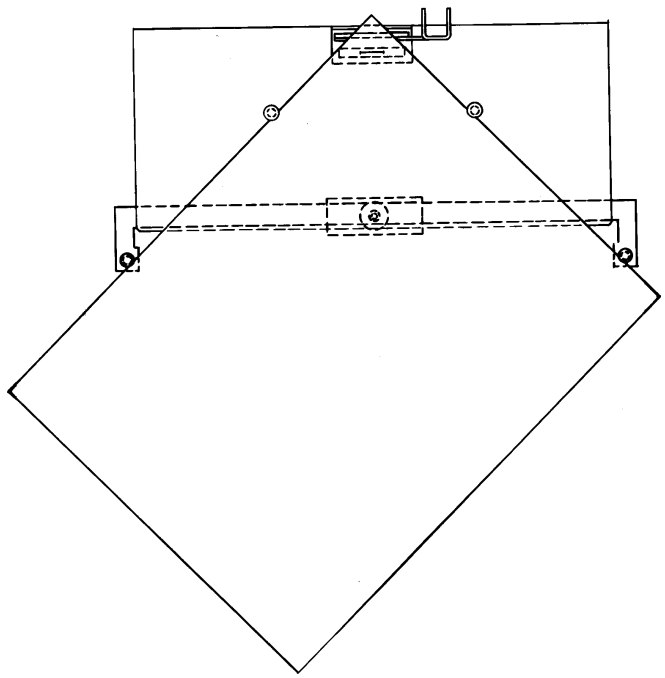

Figure 13
B. Corner Stitch Guides-Table Use Only: Pop Up the pins located in the table and the pins located at the end of each side guide. Using your work as a set up tool, position and secure the side guides as indicated in figure 13. Switch off power, swing upfront guard assembly, and move the work trip all the way forward. Swing front guard assembly back down and switch on power. Push work into corner guided area of table until depression of work trip causes a stitch.